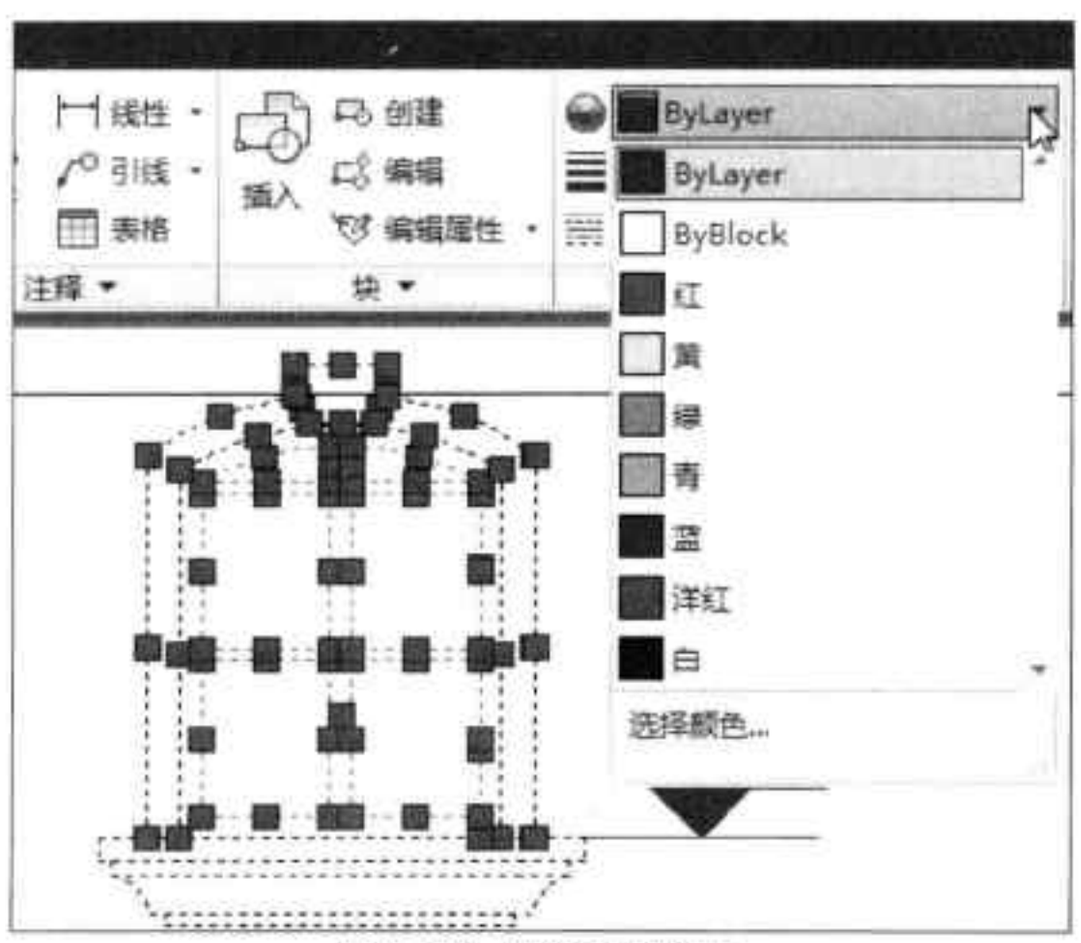

图4-38 选择所需颜色
Step 01 打开所需图形文件，选中要更改的图形对象，执行“默认 > 特性 > 对象颜色”命令，在颜色列表中，选择合适颜色，如图 4-38 所示。